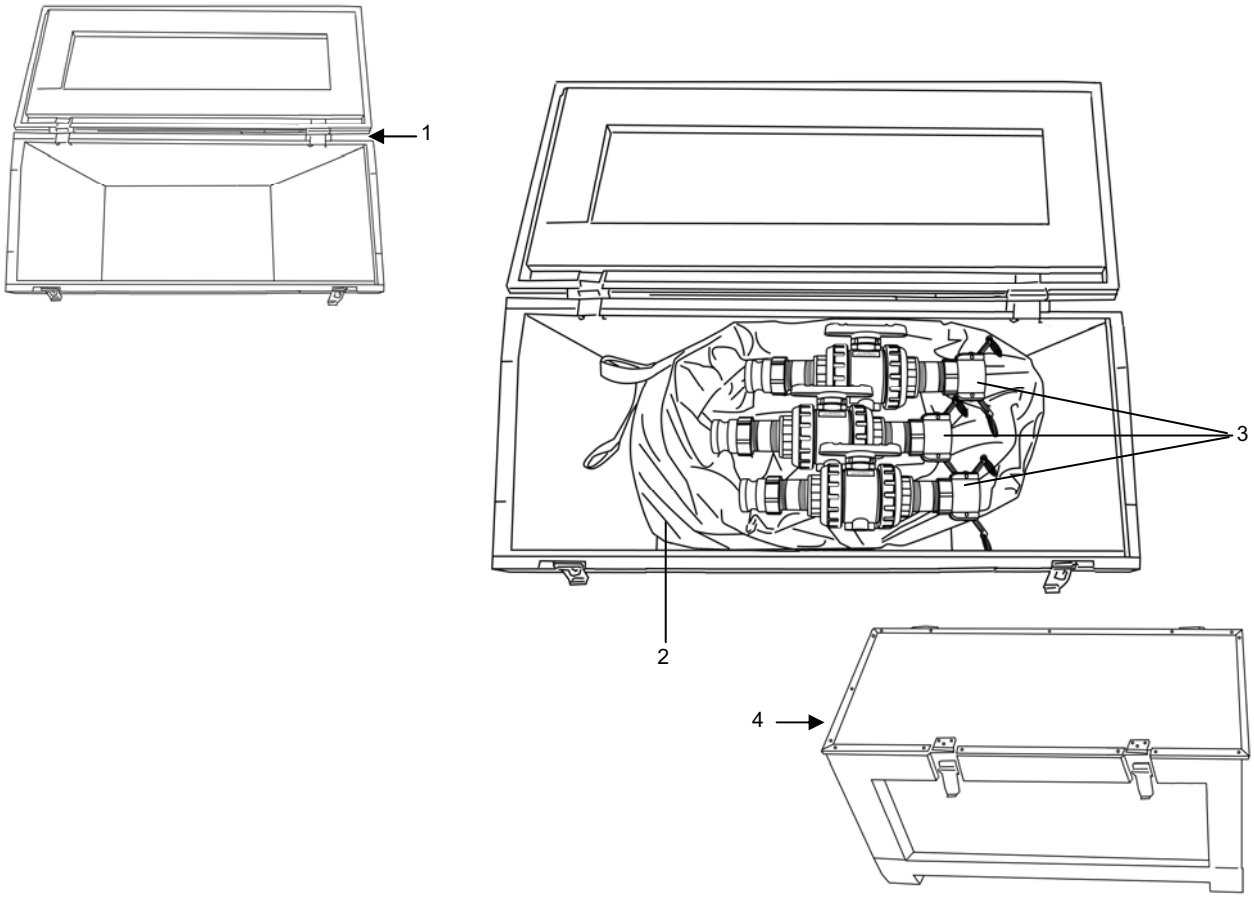

Figure 4. Cleaning Waste Storage Module Box Packout.
Obtain and open the Cleaning Waste Storage Module Box (1), dimensions 36-in. x 24-in. x 20-in. and packout as follows (Figure 4):
6. Pack the 1500-gallon cleaning waste storage tank (2).
7. Pack the three A-16 Adaptors (3).
8. Close and latch the box cover (4).